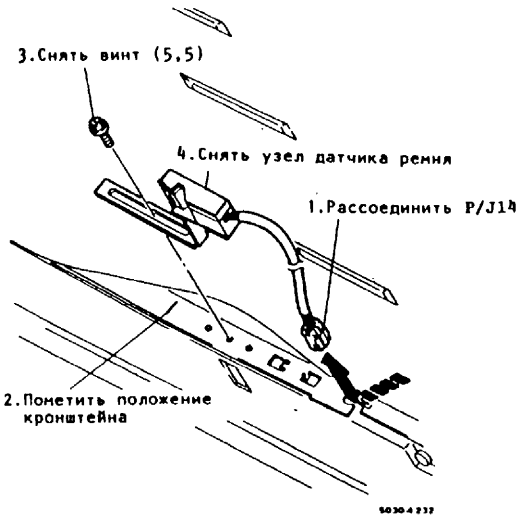

Рис.1. Снятие узла датчика ремня
4. (Рис.1): Снять узел датчика ремня.